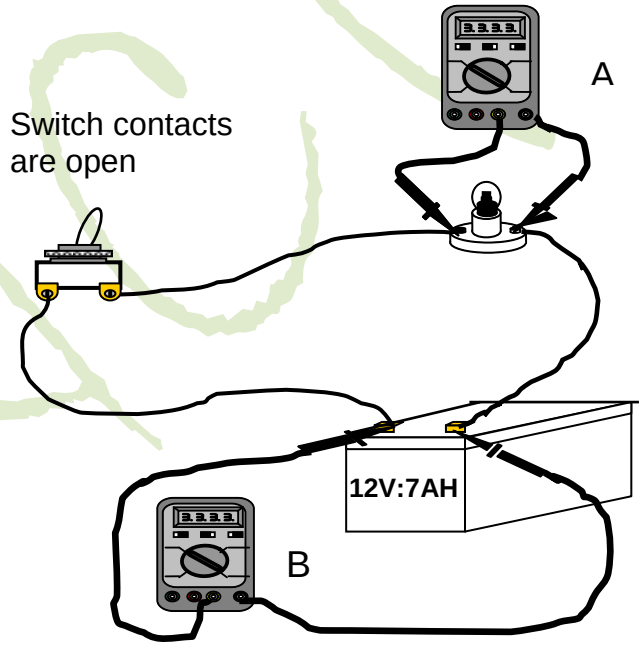

FIGURE 5
4.1 Study the multimeter connections in FIGURE 5 below and answer the questions.